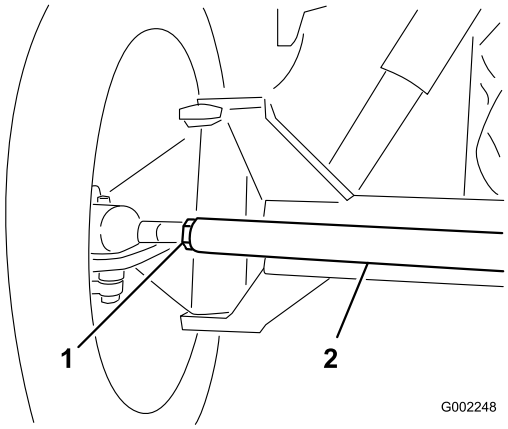

Figur 52
3. Hvis målingen ikke falder inden for de specificerede mål, skal kontramøtrikkerne løsnes i begge ender af forbindelsesstangen (Figur 52).